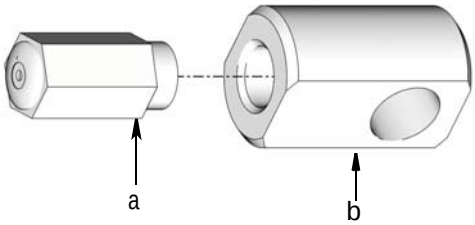

FIG. 22
a. Apply thread sealant (user supplied) to threads of pressure relief valve (a) (FIG. 22).
b. Install pressure relief valve (a) into banjo fitting (b). Wrench tighten (FIG. 22).